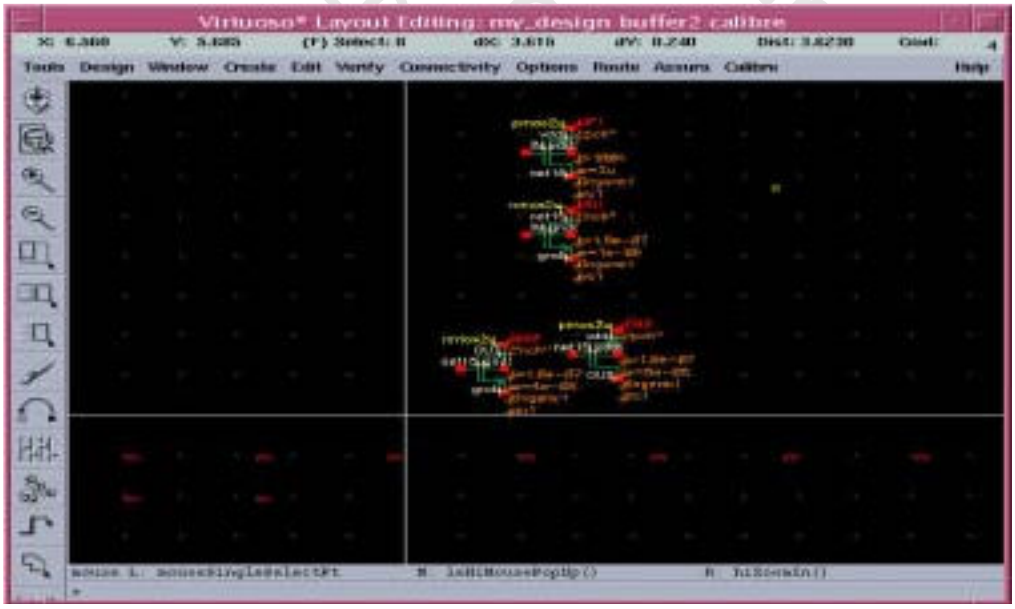

FIG. 39 Calibre view result
5. Click “OK” in the Calibre view setup window to create the Calibre view. The generated Calibre-view can be seen in Fig 39.